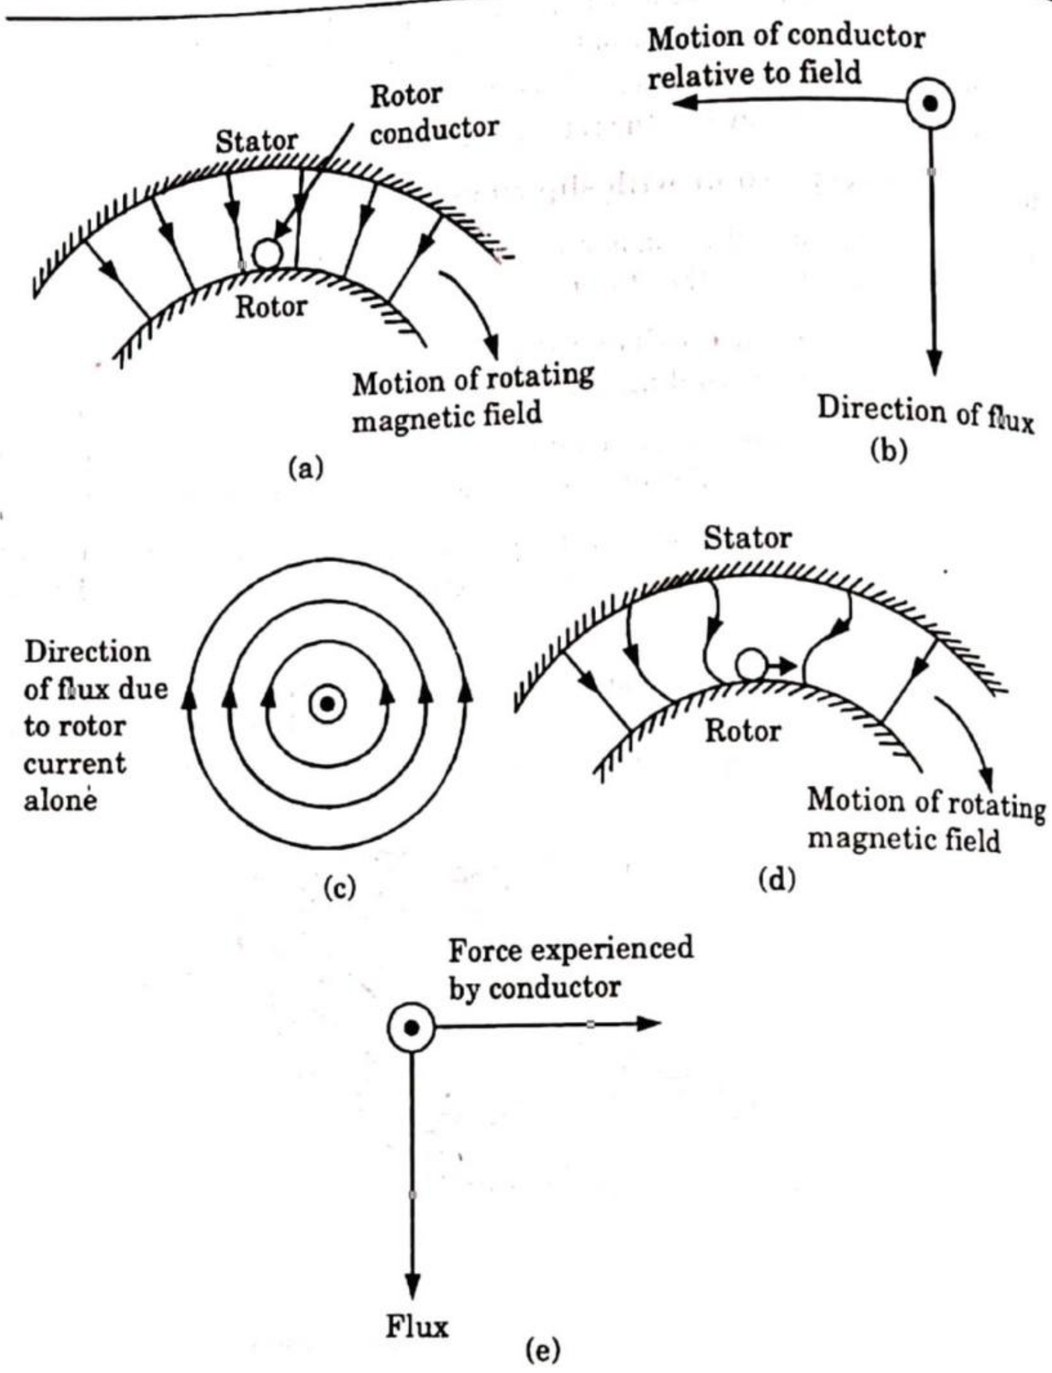

Fig. 4.19.1.
1. Let us consider that the rotor is stationary and one conductor is on the rotor as shown in Fig. 4.19.1.
5. By right-hand rule the direction of induced current is downward as shown in Fig. 4.19.1(*b*).
6. Now the current in the rotor conductor produces its own magnetic field as shown in Fig. 4.19.1(*c*) due to this a force is produced on the rotor conductor.